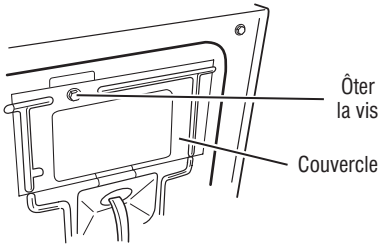

Figure 3 - Retirer le couvercle.
2. Retirer le couvercle qui se trouve sur le coin supérieur droit à l'arrière de la sécheuse. Voir figure 3.
2. Retirer le couvercle qui se trouve sur le coin supérieur droit à l'arrière de la sécheuse. Voir figure 3, page 42.